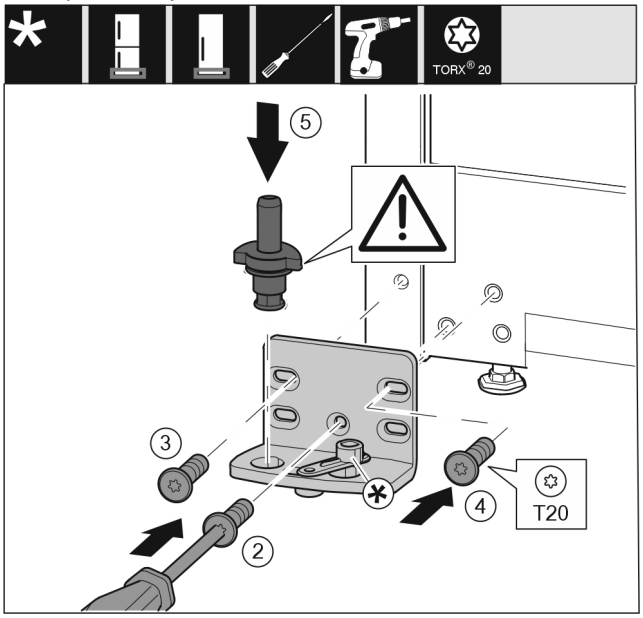

Fig. 16
▶ Pielieciet gultņa balstu otrā pusē un pieskrūvējiet, izmantojot skrūvgriezi. Sāciet apakšā pa vidu ar skrūvi *Fig. 16 (2)*.
▶ Pieskrūvējiet skrūvi *Fig. 16 (3)* un skrūvi *Fig. 16 (4)*.
▶ Pilnīgi ievietojiet gultņa tapu *Fig. 16 (5)*. Uzmaniet, lai fiksācijas izcilnis būtu vērsts virzienā uz aizmuguri.